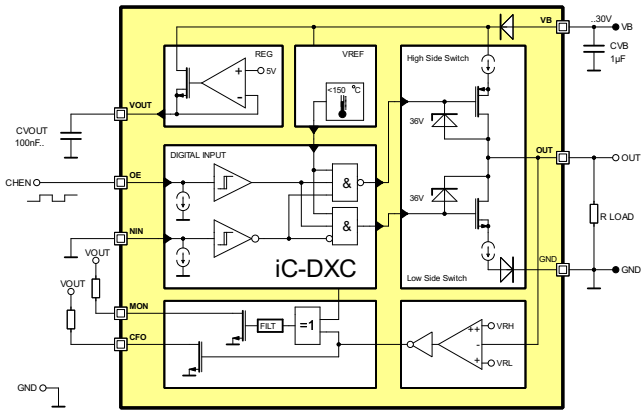
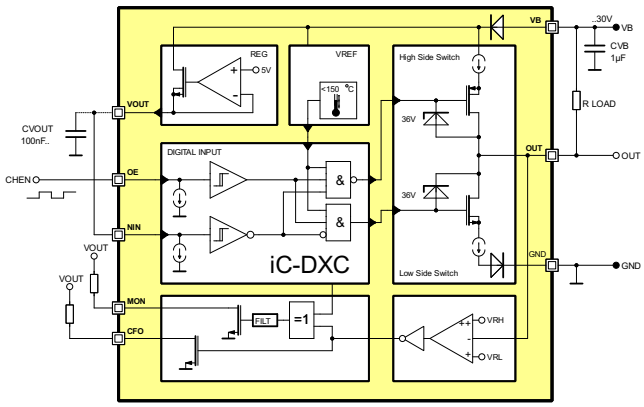
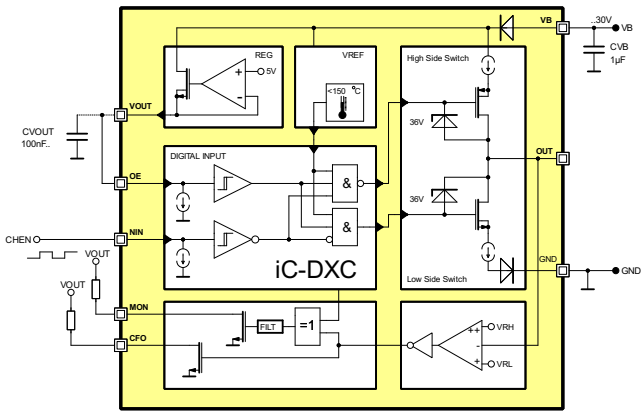

Figure 4: Configuration as High-Side (PNP-Switch)
Figure 5: Configuration as Low-Side (NPN-Switch)
Figure 6: Configuration as Pushpull
The iC-DXC can be operated in high-side (PNP), low-side (NPN) and push-pull (PP) switch mode. Figure 4 shows the high-side operation where NIN pin must be kept low and the OE pin controls the switch. Figure 5 shows the low-side operation where NIN pin must be kept high and the OE pin controls the switch. Figure 6 shows the push-pull operation where OE pin must be kept high and the NIN pin controls the switch. If the OUT signal differs from what declared in tables 4, 5 and 6 (due to external forcing) for more than 14 µs (cf. Electrical Characteristics No. 510), this event will be signalled by a low level at MON output. In case of a short circuit at OUT and resulting temperature shut-down, logic level of MON will be undefined.
Table 4: Output Function table Fig. 4. High-side mode (PNP-Switch) with external pull-down.
Table 5: Output Function table Fig. 5. Low-side mode (NPN-Switch) with external pull-up.
Table 6: Output Function table Fig. 6. Push-Pull mode